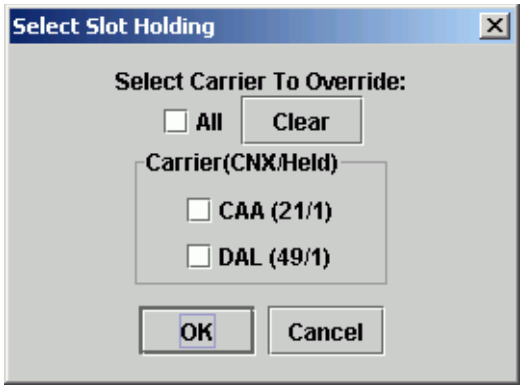

Figure 3 - 105: Slot Holding Override Window
- ***Slot Hold Override*** **-** You can change parameters only for RBS++. The Slot Hold Override field allows you to override an airline's slot holding status by either typing an airline's three-letter identifier directly in the text field next to ***Slot Hold Override*** or click **Select** to open the Select Slot Holding window (see Figure 3 - 105). The Select Slot Holding window lists the airlines currently holding slots at the data set constraint and allows you to select which airline(s) to override. Select the box next to each airline to override its slot holding status and include the slot in compression. When you check a box, that airline's slot hold status is ignored.